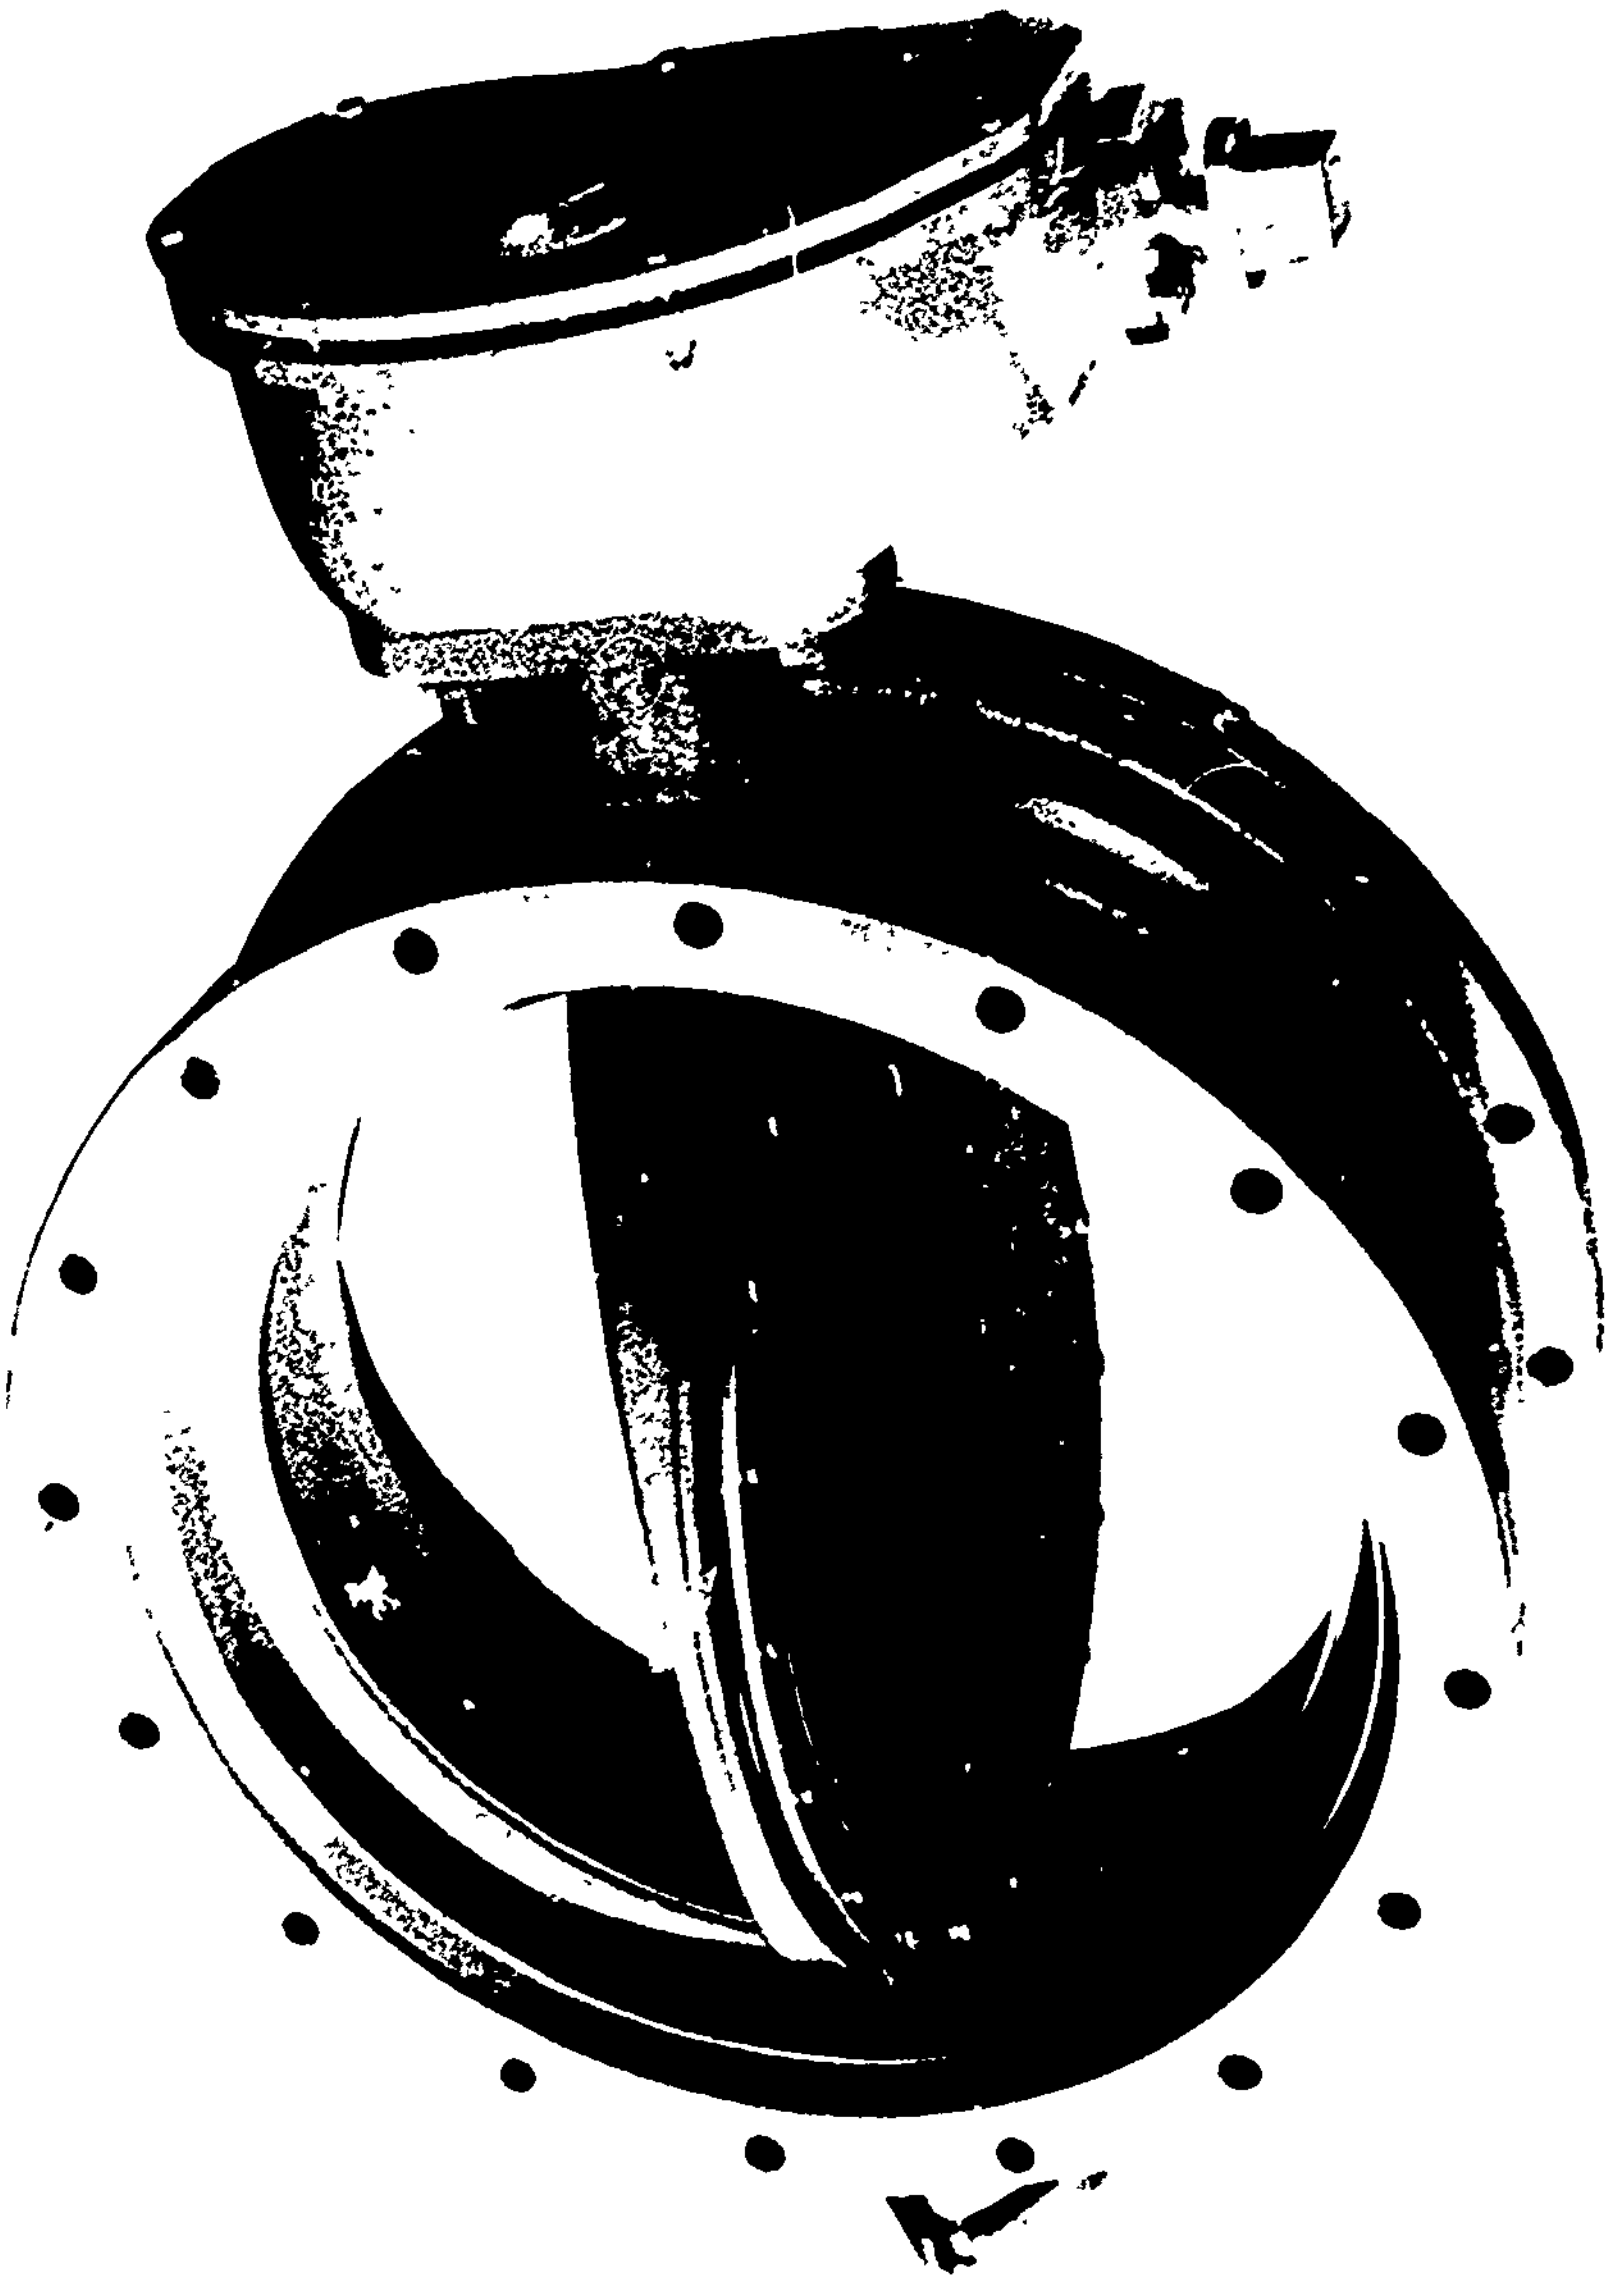

Fig. 18.37 Butterfly valve
18.265 *Butterfly Valves* (Fig. 18.37)